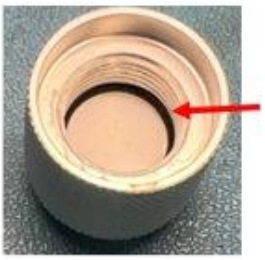

Figure 2
- Using tweezers, or another tool, to remove the O-ring that is visible around the fritware as shown in Figure 2 below.